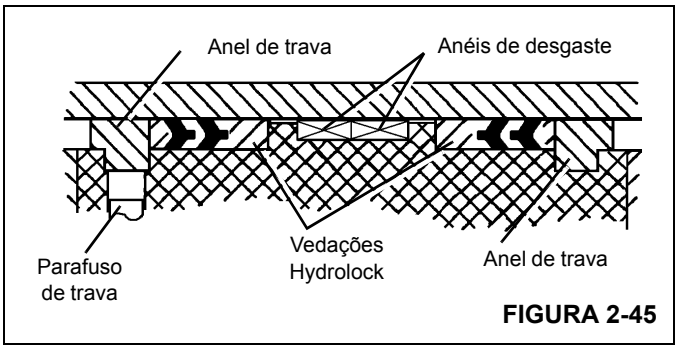

FIGURA 2-45
9. Instale os anéis de trava, os conjuntos de vedações Hydrolock e os anéis de desgaste na parte externa do pistão (Figura 2-45).